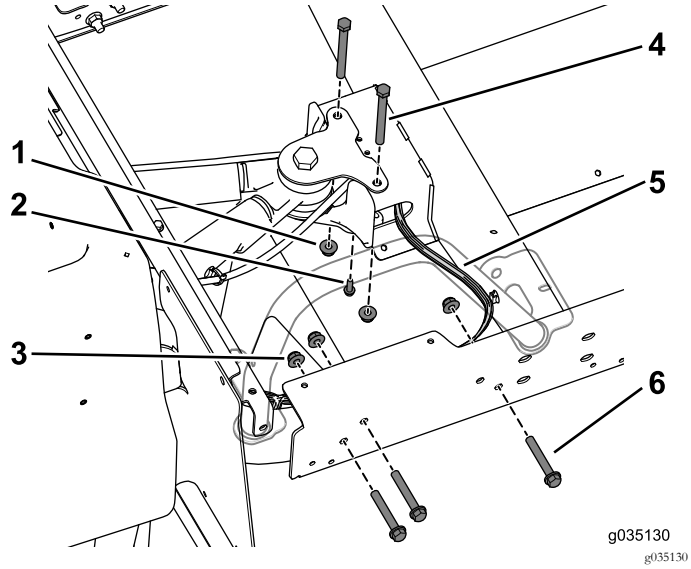

Figure 76
8. Servez-vous des 3 boulons (3/8" x 2½") et écrous à embase pour monter, sans le serrer, le longeron d'extension sur le châssis arrière (Figure 76). Procédez de même des deux côtés de la machine.
Remarque: Vérifiez que le faisceau de câblage sort bien du côté droit du profilé central (Figure 76).
9. Utilisez la vis autotaraudeuse (¼" x ¾") pour fixer le raccord en T de la conduite de frein sur le profilé central (Figure 76).
10. Servez-vous des 2 boulons (3/8" x 3¾") et des écrous à embase pour fixer, sans le serrer, le profilé central sur le support arrière (Figure 76).